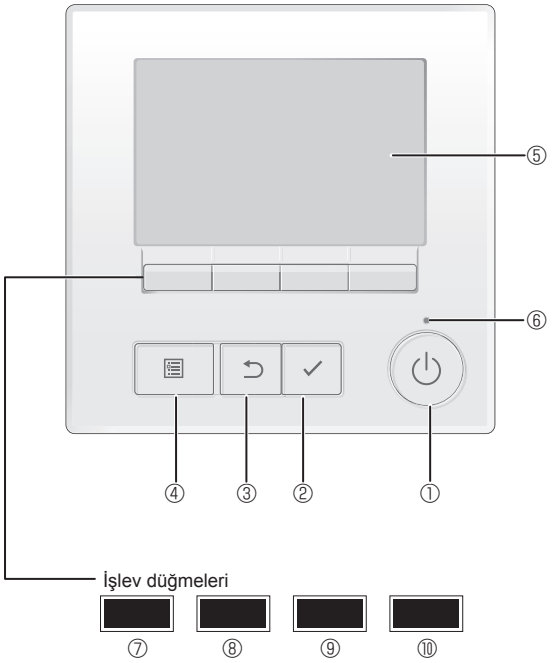

Fig. 7-1
7.2.1. Kablolu uzaktan kumanda kullanarak (Fig. 7-1)
① [AÇMA/KAPATMA] düğmesi